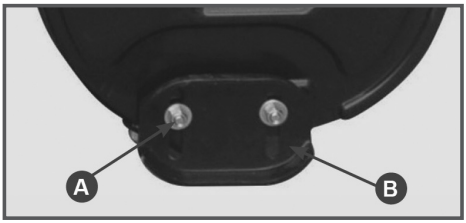

**Рис.8 Регулировка высоты забора снега**
Ослабьте гайки крепления полозков (A) Рис.8 и установите полозок (B) Рис.8 на необходимую высоту. Снова затяните гайки. Установите полозок на другой стороне на ту же высоту.